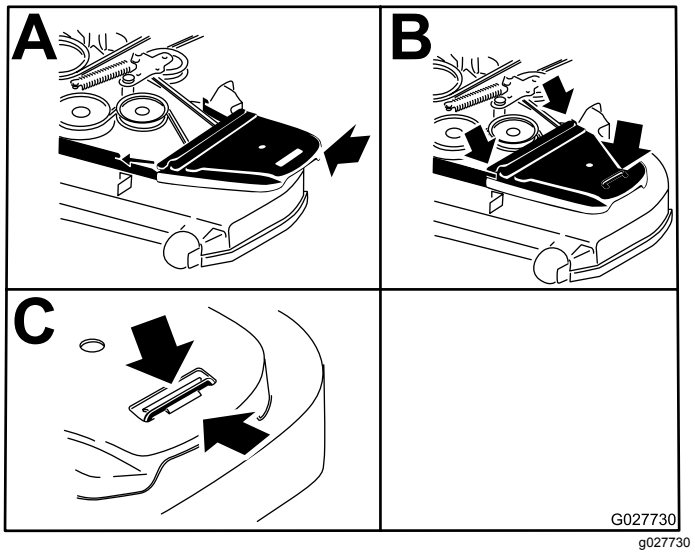

**Figuur 92**
14. Plaats de aandrijfriemkappen terug (Figuur 92).